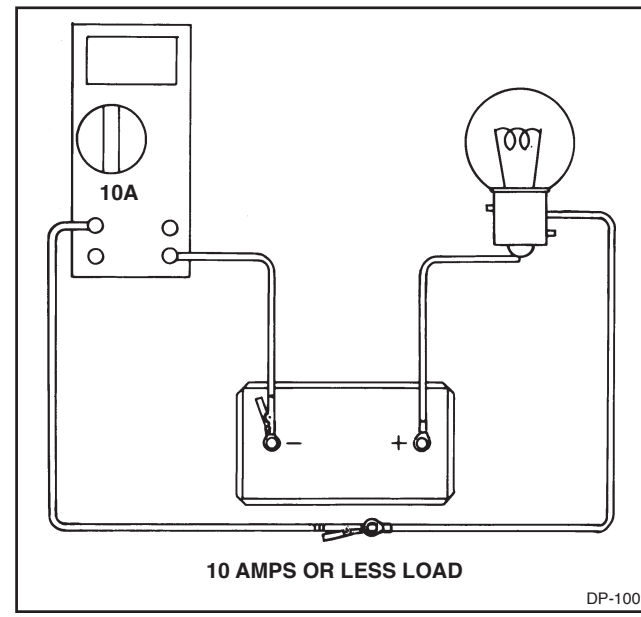

Figure 1-9. In-Line Digital Ammeter
1-19. AMMETER USE. Figures 1-9 through 1-11 illustrate the use of various types of ammeters.
1. Figure 1-9 illustrates the used of an in-line digital ammeter. Note that the circuit must be disconnected in order to use this type of meter. The unit shown is an internal shunt type and generally used for loads of 10 amps or less. Care must be taken not to measure current greater than the meter rating. This type of ammeter is not recommended for most of the measurements described in this manual. However, if this is the only type available, be sure to follow the meter manufacturer's instructions for connection and use.